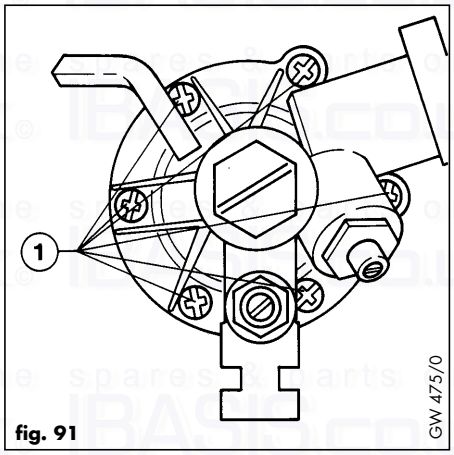

fig. 91
7.19.1 Change of water section diaphragm (fig. 91)
- Remove the 6 screws (1), and lift water section cover.